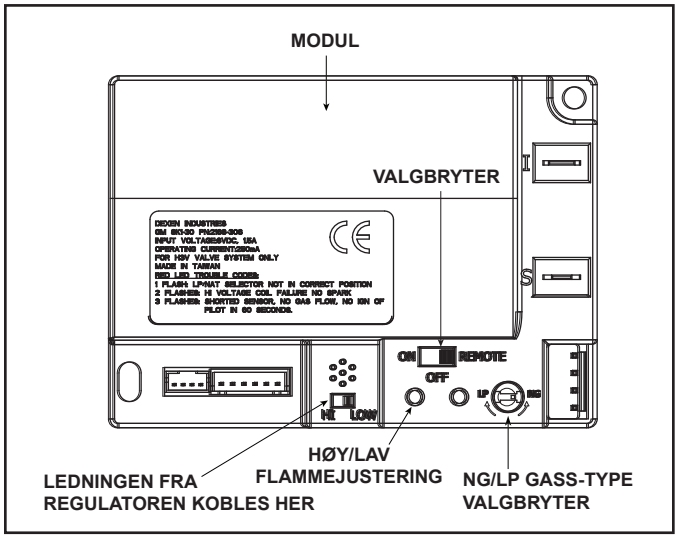

Fig 2.3 Kontrollmodul
1. Kontrollmodulen har en AV/PÅ/FJERN-bryter som må settes. Se Fig. 2.3.